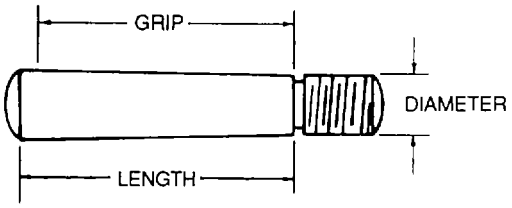

Figure 2-48. Threaded Taper Pin
(2) Threaded taper pins. Threaded taper pins, AN386, as shown in figure 2-48, are used with taper pin washers, AN975, and shear nuts, AN320 They are safetied with cotter pins, MS24665, or safetied with self-locking nuts, MS21083 (These Brown and Sharpe pins are installed in a standard "B & S" tapered socket.) The pin is set with a light tap from a rawhide or nylon mallet. The small end of the taper is installed flush or not more than .060 inch above the surface of the component. It is permissible to install a large size pin in some cases. Refer to the specific aircraft maintenance manual for maximum allowable size and required torque on the nut